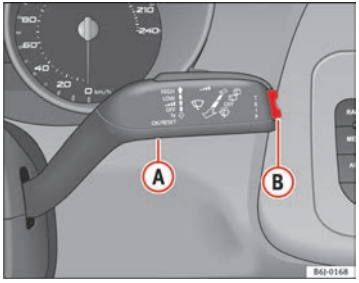

Fig. 32 Windscreen wiper and windscreen wash lever: button A and rocker switch B
You can switch between the following displays in the multifunction display (MFI) by operating rocker switch ⇒ fig. 32 (B) on the windscreen wiper lever.